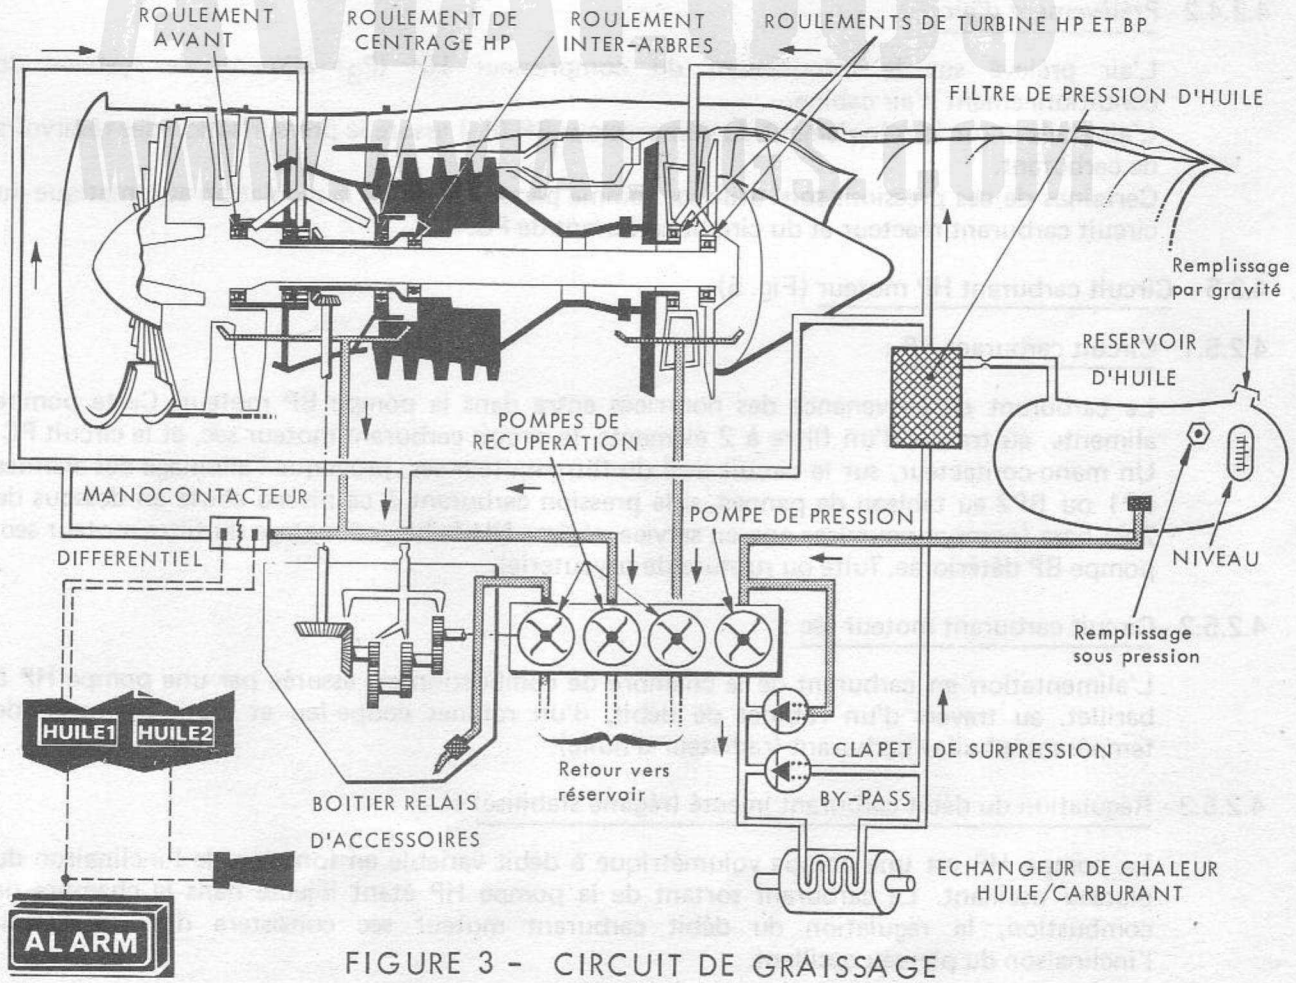

FIGURE 3 - CIRCUIT DE GRAISSAGE
4.2.3 - Circuit de graissage et récupération d'huile (Fig. 3)